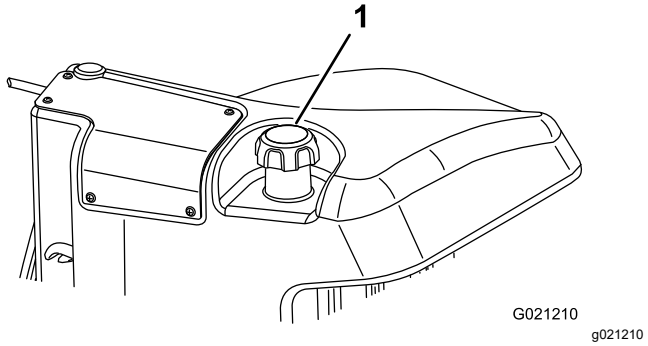

Rysunek 30
3. Wyciągnij korek ze zbiornika paliwa (Rysunek 30).